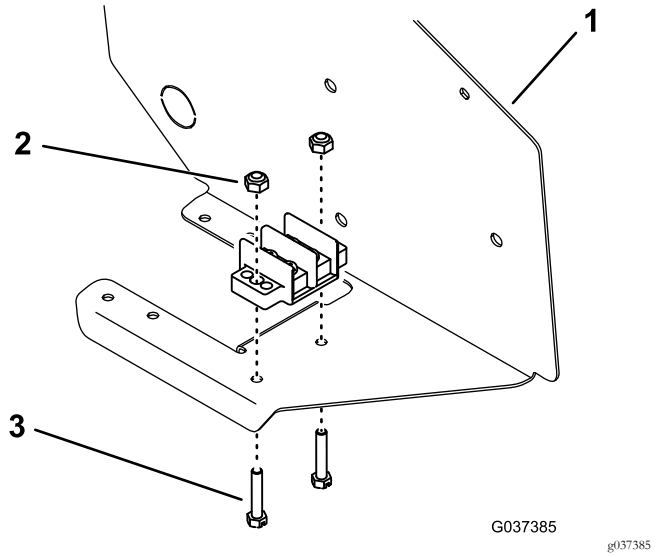

Figura 8
3. Montate la morsettiera di messa a terra sulla parte inferiore del gruppo del pannello di controllo con 2 viti e 2 dadi di bloccaggio (Figura 8).
Nota: Montate le viti da sotto il quadro, come illustrato in Figura 8.